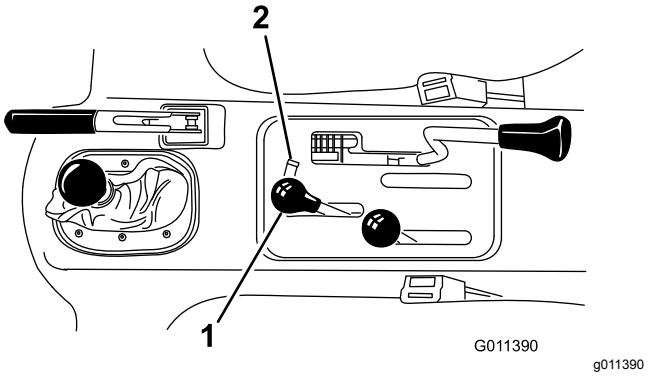

Figure 16
- If your Workman vehicle is serial number 240000001 and up, move the hydraulic lift lever (Figure 16) back and forth.